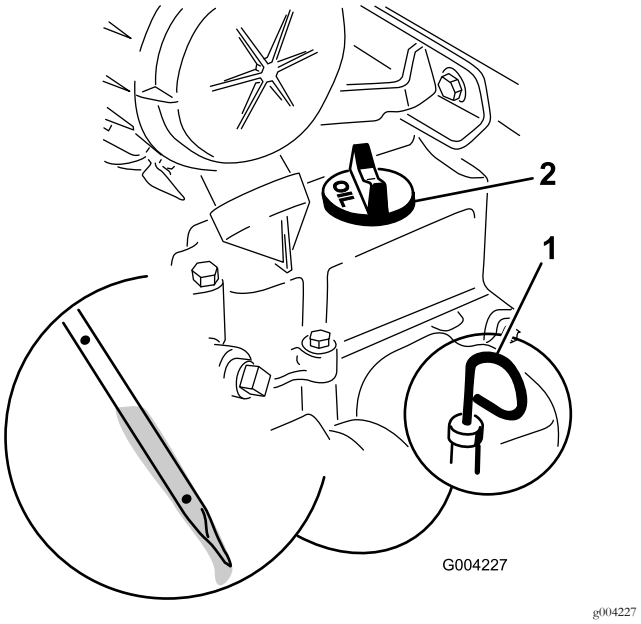

Figuur 17
4. Maak de omgeving van de oliepeilstok schoon (Figuur 17).
5. Trek de peilstok uit en veeg het metalen deel met een doek schoon (Figuur 17).
6. Schuif de peilstok helemaal in de buis (Figuur 17).
8. Als het oliepeil te laag is (lager dan de onderste opening), reinigt u de omgeving van de vulbuis en verwijdert u de dop (Figuur 17).